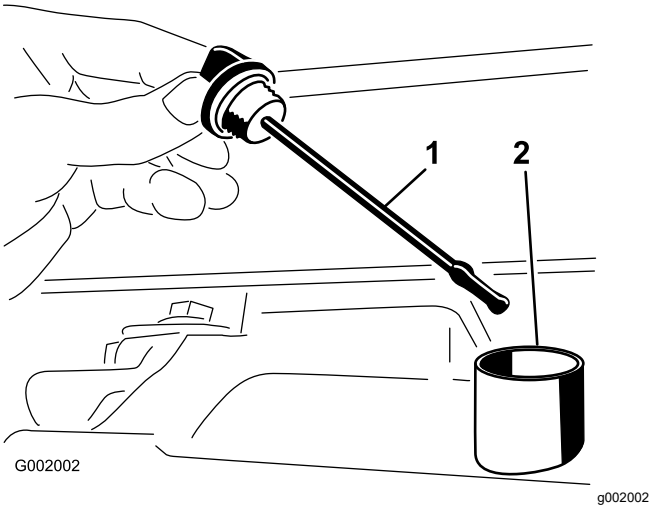

Figur 55
2. Fjern målepinden fra gearkassen, og aftør den med en ren klud (Figur 55).